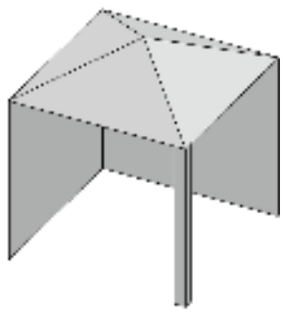
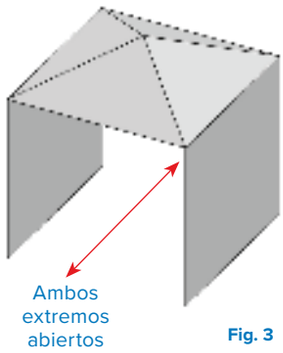

Fig. 2
Fig. 3
- Las paredes laterales pueden ser paralelas, como en un pasillo, o en ángulo recto entre sí. **(Fig 2 & Fig 3)**